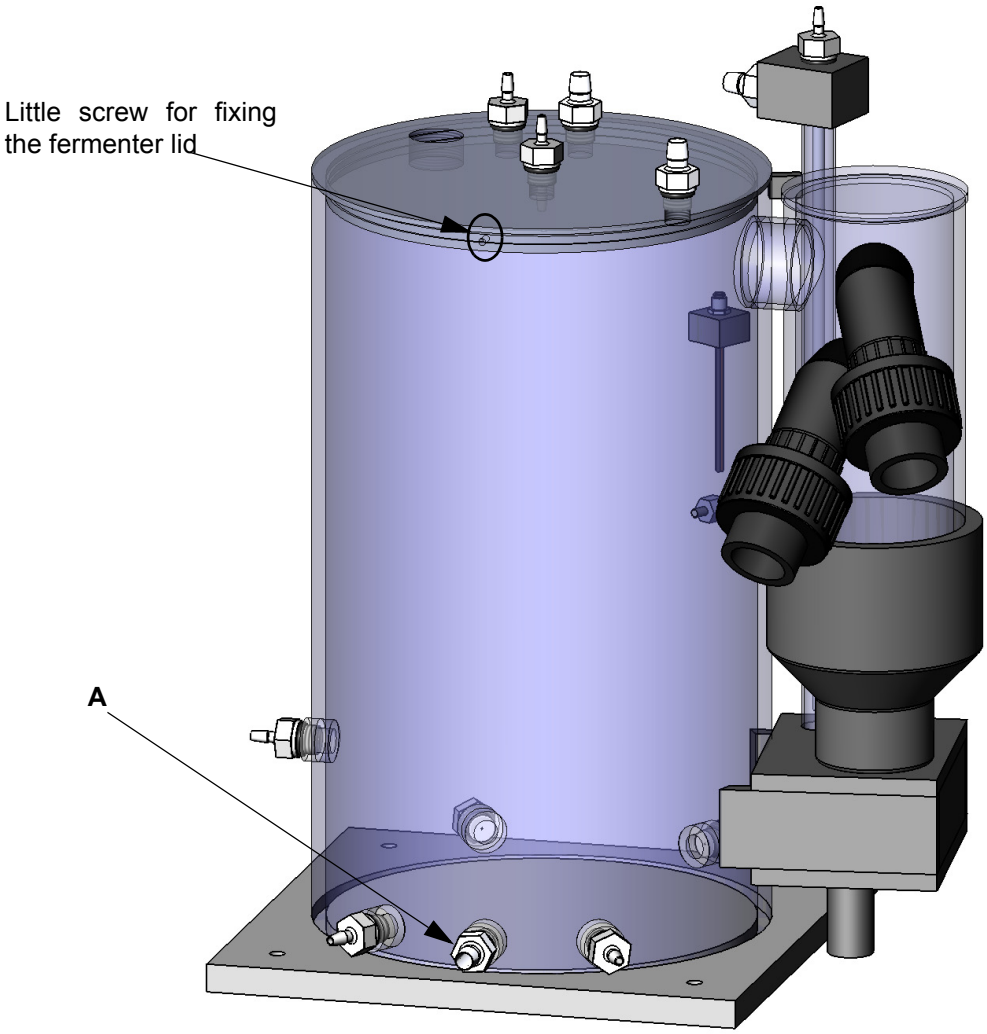

Fig. 45: Fermenter vessel and BMR unit
In order to clean (exchange) the aeration stone, the fermenter lid needs to be removed (little screw see Fig. 45:, page 75). The aeration stone is also pulled out with the lid. If the stone is not visible yet you can pull the tube. Now the stone can be pulled off. Clean the aeration stone with distilled water and air pressure. If no air is through the aeration stone and not enough bubbling are produced in the fermenter, exchange the aeration stone. A new stone can be installed.
For emptying the fermentation vessel use the tube at the point A on Fig. 45: on page 75.
- After that, close the clip at the tube A (Fig. 45: on page 75) and fill the biomass back into the fermentation vessel.